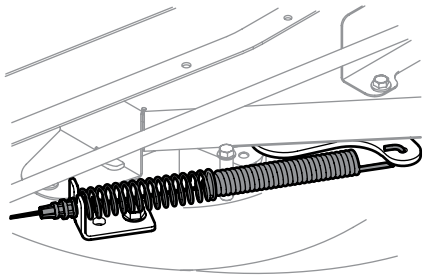

Figura 4-8
8. Extraiga con cuidado el cable de la PTO de la parte posterior de la plataforma de corte. Retire el resorte del soporte de polea loca de la plataforma. Consulte la Figura 4-8.